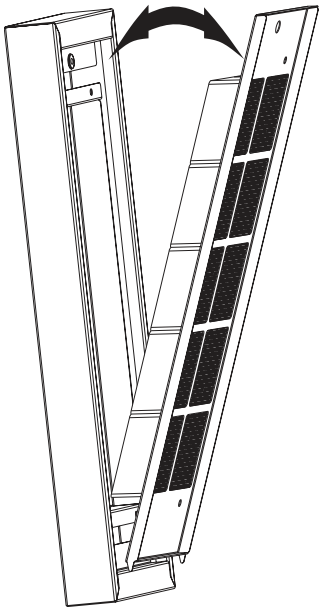

Abb. 44
4. Aktivkohlefilter entfernen (Abb. 44).